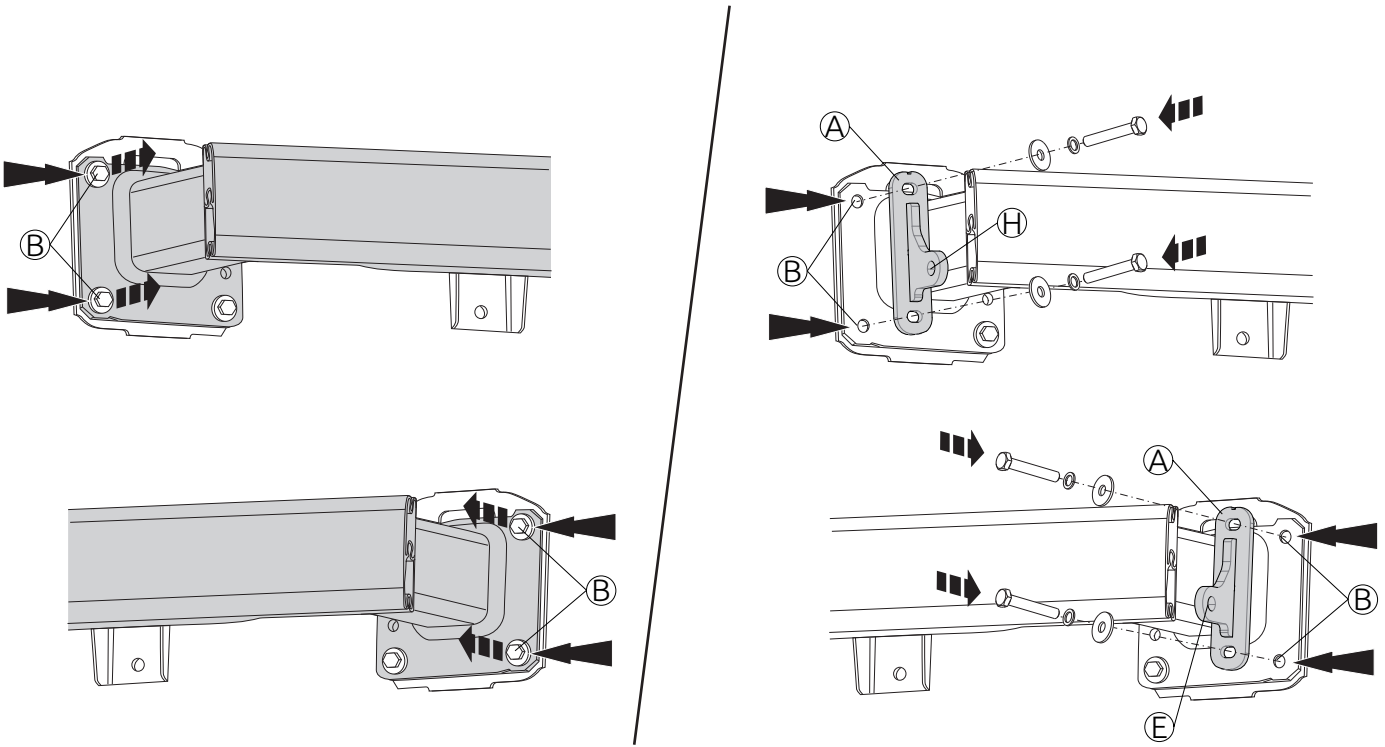

Fig. 2
6. Снять заводские болты в точках B. См. рисунок 2.